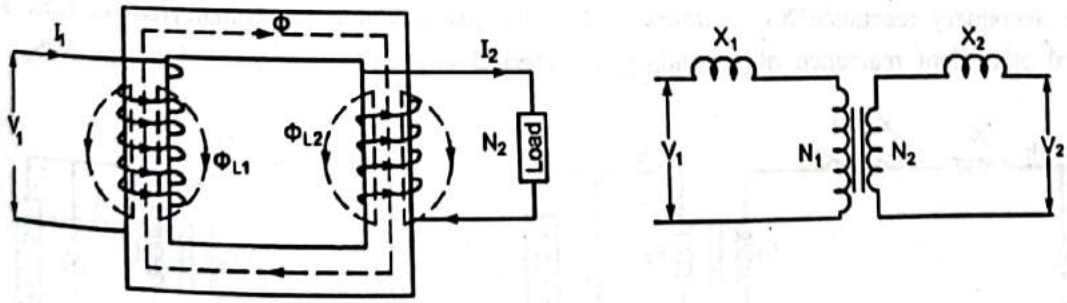

FIG. 3.24
- Similarly, the total flux produced by the secondary winding does not link with the primary winding and some flux completes the path through air. This is the secondary leakage flux $\phi_{L2}$. Emf is induced in secondary winding due to this leakage flux emf is induced in the secondary winding which opposes the induced emf due to the main flux. This effect is indicated by the secondary leakage reactance $X_{L2}$. Fig. 3.24 shows the reactance of the primary and secondary windings.